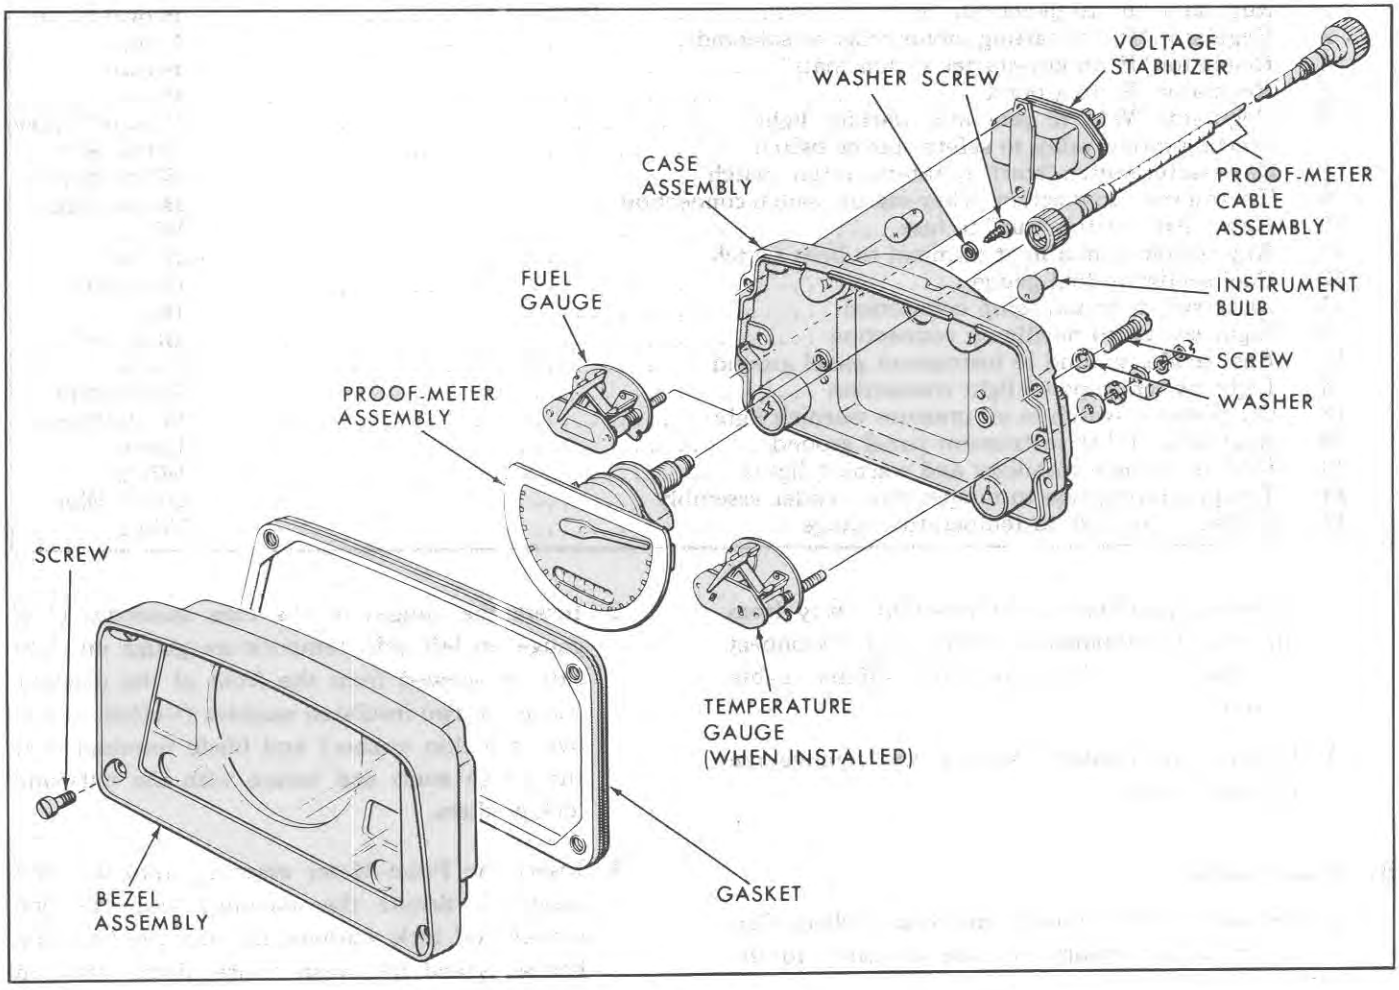

Figure 9
1. Remove the four screws and lock washers, Figure 9, which retain the case assembly to the bezel assembly.
1. Attach the constant voltage stabilizer, Figure 9, to the case assembly. Secure tightly with the two screws and lock washers.